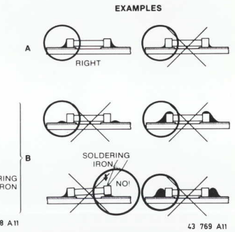

Fig. 3
g. The quantity of solder must be proportional with the size of the solder land. If the quantity is too great, the SMD might crack or the solder lands might be torn loose from the printed board (see Fig. 3).